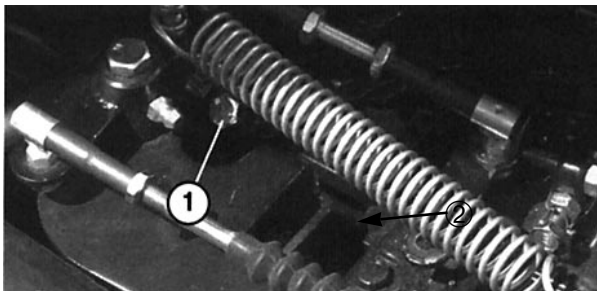

Afbeelding 13
3. Open de ontluchtnippel op de brandstofinspuitpomp (Afb.13) met een 10 mm moersleutel.